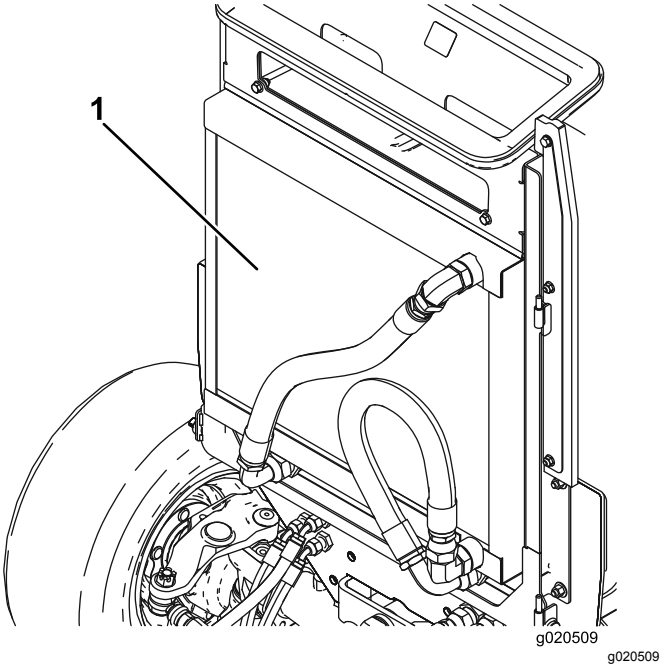

Rysunek 73
3. Dokładnie oczyść obie strony chłodnicy oleju oraz głównej chłodnicy (Rysunek 73) sprężonym powietrzem. Zacznij od przodu i zdmuchuj zanieczyszczenia w kierunku tyłu. Następnie oczyść od tyłu i dmuchaj do przodu. Powtórz procedurę kilka razy, aż ścinki i zabrudzenia zostaną usunięte.